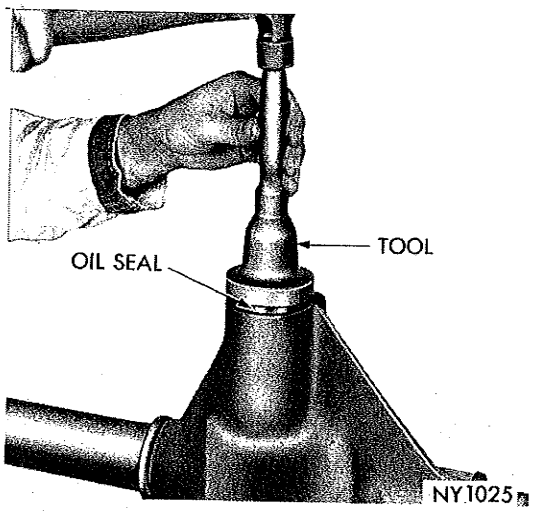

*Fig. 21—Installing Pinion Oil Seal*
(7) Install pinion bearing oil seal (lip toward pinion head) with Tool C-4002 to space the seal the proper distance from axle housing nose (Fig. 21).